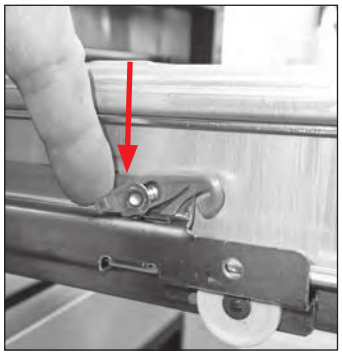

Fig. 6b. Push the back of the retainer down.
1. With the plastic drawer retainer raised, align the drawer with the slide and push the drawer into position. See figs. 6b and 7.